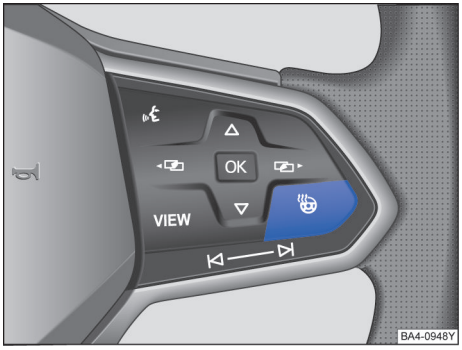

图 111 多功能方向盘上的：加热按钮
– 按压按键 → 图 111，即可打开或关闭方向盘加热功能。